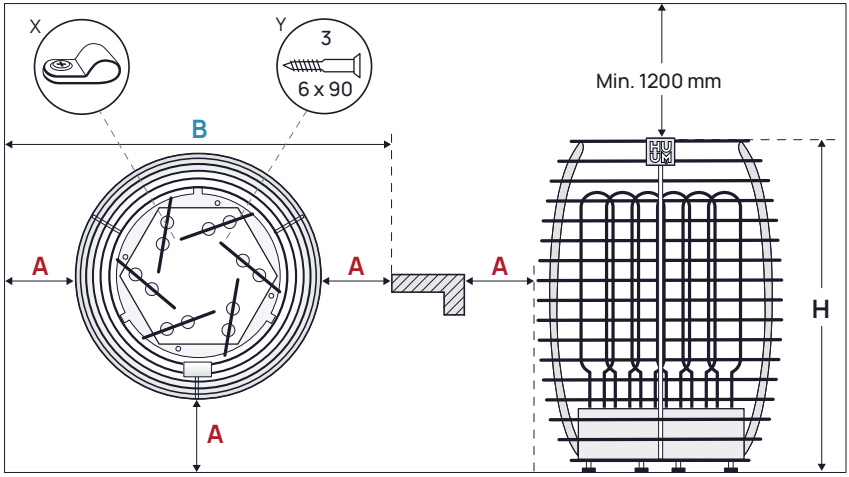

Figur 1 Bastuugnens placering
- Kontrollera om de minimala säkerhetsavstånden har iakttagits på bastuugnens installationsplats? Minsta säkerhetsavstånd mellan ångbadets tak och väggarna finns i **Tabell 1** och på **Figur 1.**